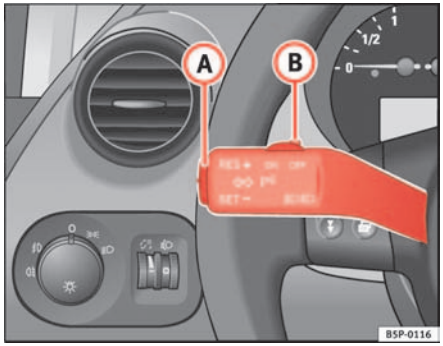

Fig. 142 Turn signal and main beam lever: switch and rocker switch for CCS
– Press the lower part **SET** of the rocker switch ⇒ fig. 142 (A) once briefly when you have reached the speed you wish to set.